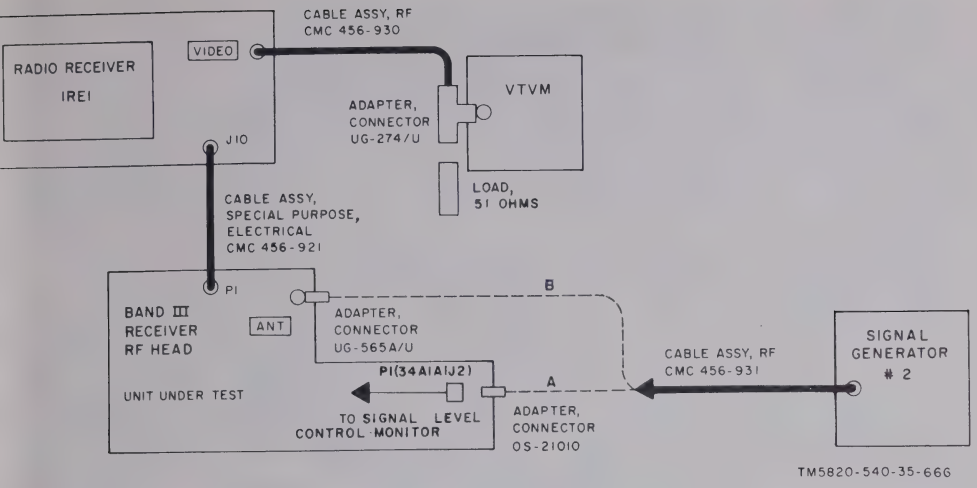

Figure 3-70. Duplexer subassembly 34A1A1 (receive) operational check, test setup.
(2) Connect the test equipment as shown in A, figure 3-70.
(3) Tune the receiver to channel 1390.
(4) Set the frequency of signal generator No. 2 to 895 MHz and adjust the output level until a reading of —50 dbm is obtained on the VTVM. Note the attenuator setting on signal generator No. 2.
(5) Reconnect plug P1 (34A1A1J2) to 34A1A1J2.
(6) Connect the test equipment as shown in B, figure 3-70.
(7) Increase the output of signal generator No. 2 until a reading of —50 dbm is obtained on the VTVM. The output attenuator setting on signal generator No. 2 should not be more than 3 db lower than the setting noted in (4) above.
(8) If the indication in (7) above is not obtained, replace the receiver RF head.